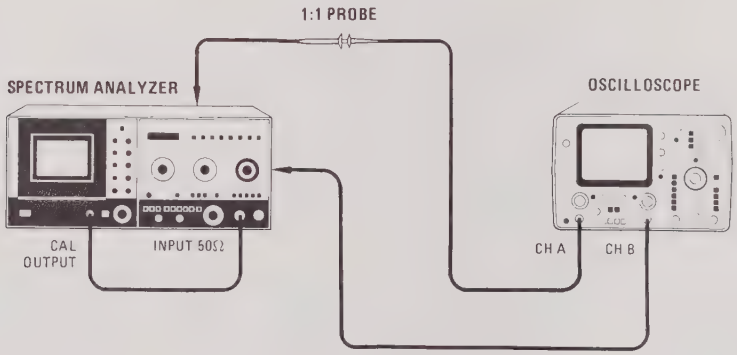

Figure 5-62. Option 100 Bandwidth Filter Adjustments Test Setup
b. Reconnect power cord, set LINE switch ON, connect equipment as shown in Figure 5-62, and set 8565A controls as follows: